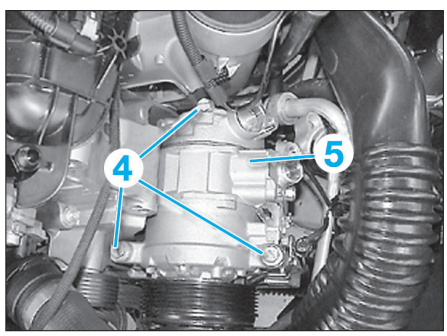

Fig. 5
• Déposer les vis (2) et retirer les conduites de fluide frigorigène.
• Déposer les vis (4) et dégager le compresseur (5) par le haut **(Fig.5)**.